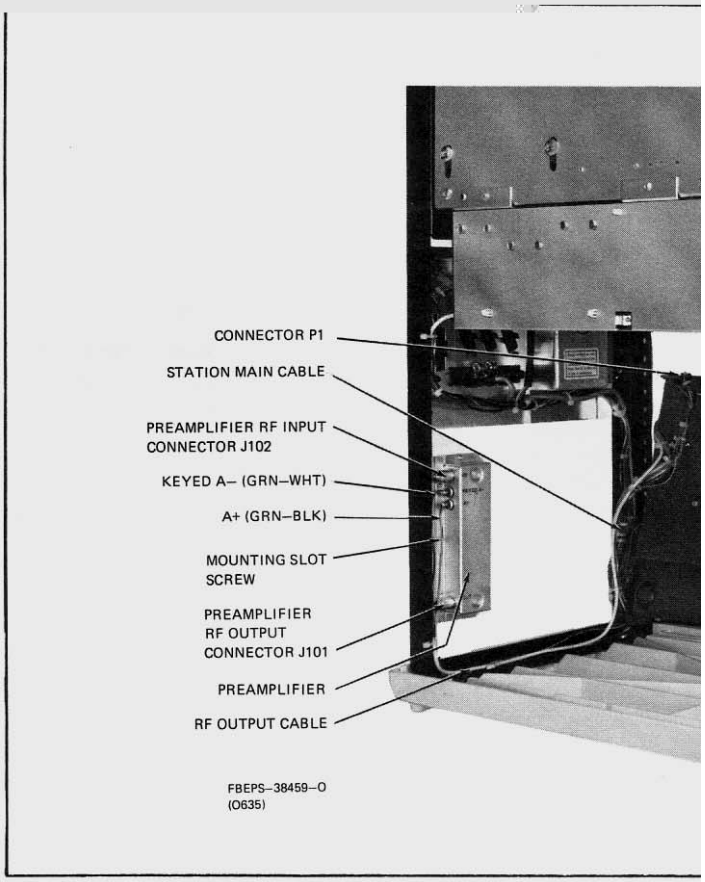

Figure 3. 1-Receiv
Step 4. Start threads of the mounting screw in the right rear rail of the station (see Figures 3 and 4).